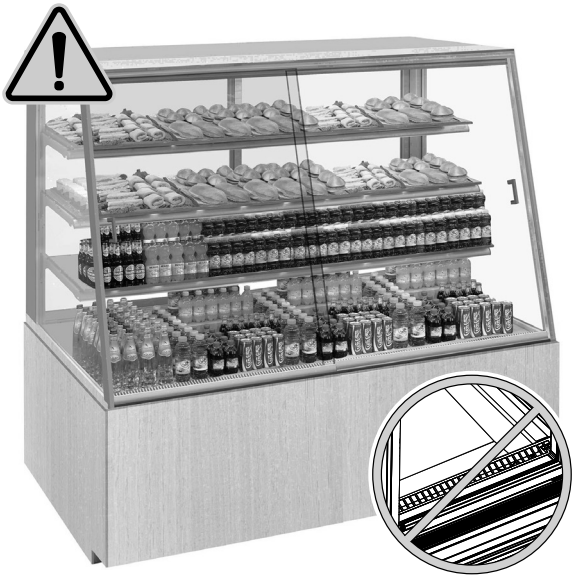

Fig. 13
- A mercadoria não obstrui o correto fluxo de ar refrigerado ("Fig. 13").